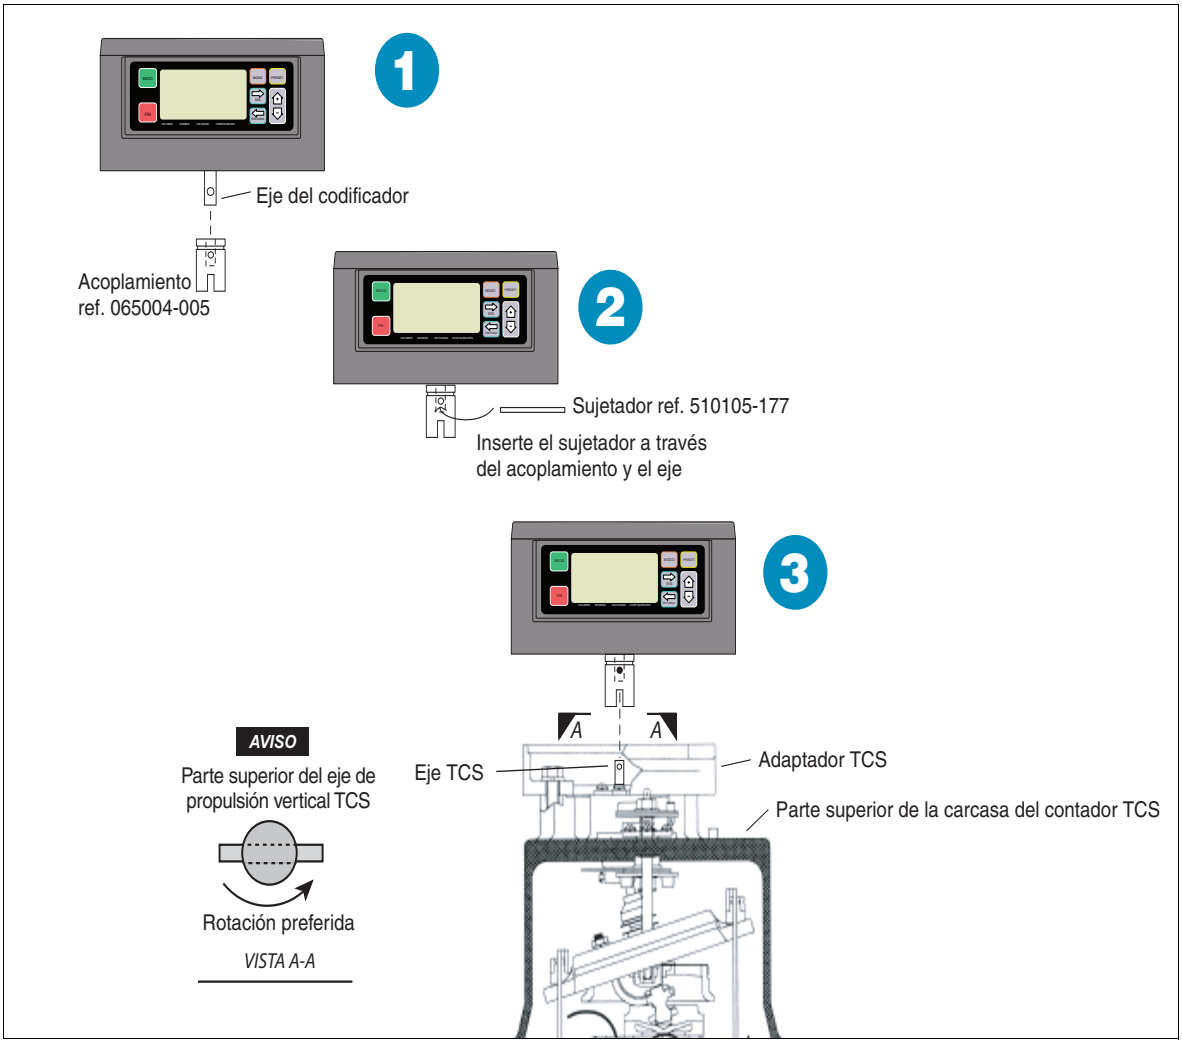

Figura 5. Monitor montado en el contador de pistón TCS 682
1. La instalación del contador de pistón TCS modelo 682 requiere que se instale un acoplamiento (V/R ref. 065004-005) y un sujetador (V/R ref. 510105-177) en el eje de propulsión de entrada del monitor.
2. Haga funcionar el contador de flujo y verifique que el eje de propulsión vertical del contador de flujo (Figura 5) esté rotando hacia la izquierda. Si no es el caso, haga todos los ajustes mecánicos necesarios para asegurarse de que el eje de propulsión gire hacia la izquierda.
4. Siga los pasos de la Figura 5, ensamble el acoplamiento al eje del codificador, baje el monitor en el adaptador del contador TCS mientras alinea la ranura en el fondo del acoplamiento con el sujetador en el eje en la parte superior del adaptador.